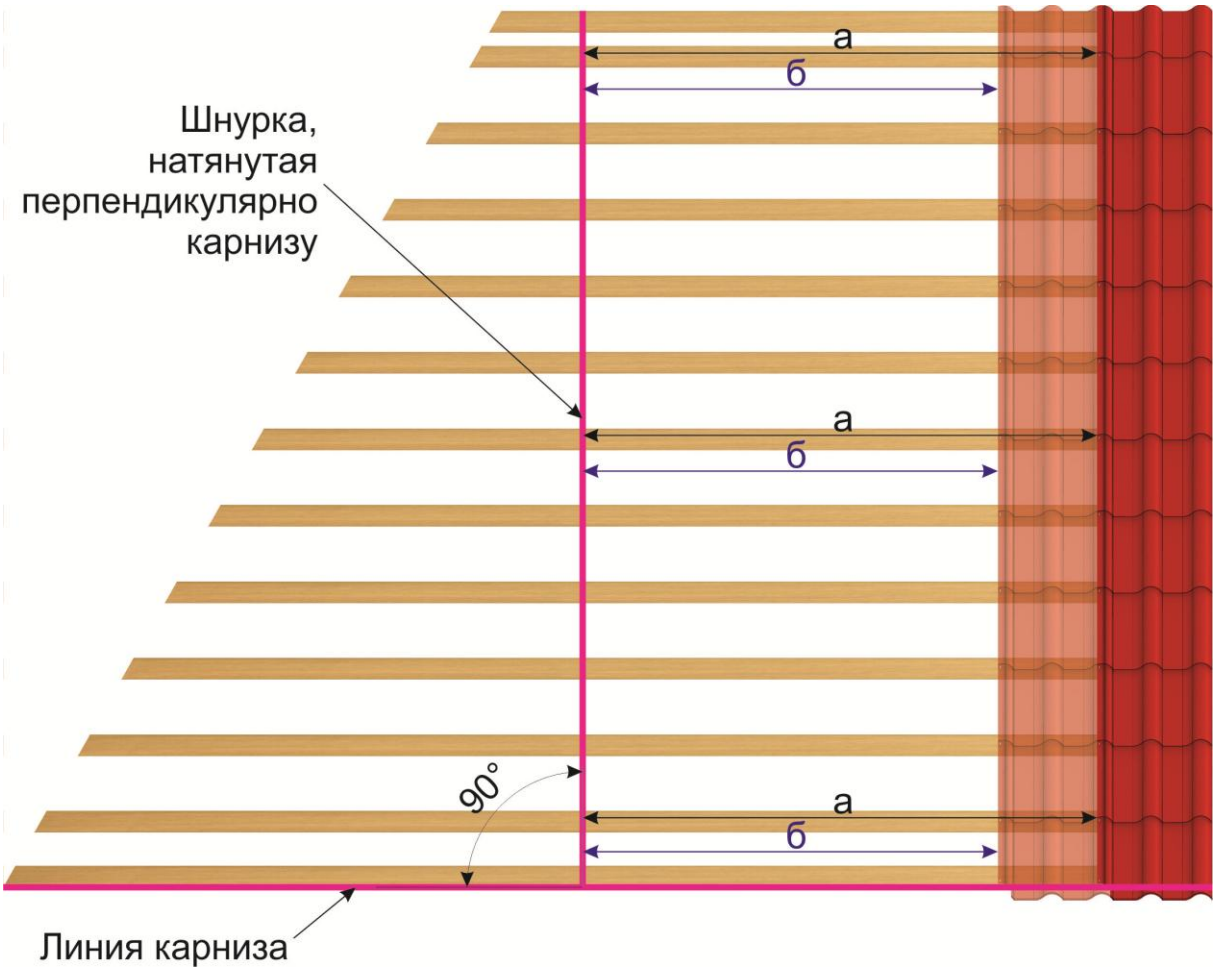

Рис. 3 Разметка ската и монтаж первого листа
5.1.5. В удобном месте натянуть шнурку или начертить линию по обрешётке строго перпендикулярно линии карниза (рис. 3).
5.2.1. Порядок работ при укладке первого листа следующий (рис.3).